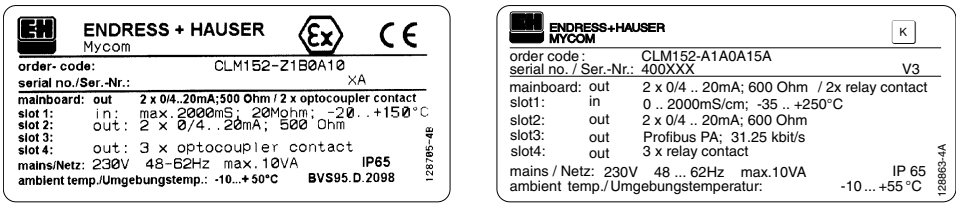

Fig. 3.3 Mycom nameplate CLM 152-Z. Ex (left) CLM 152 (right)
- Instrument model and version as specified on nameplate (see Fig. 3.3)